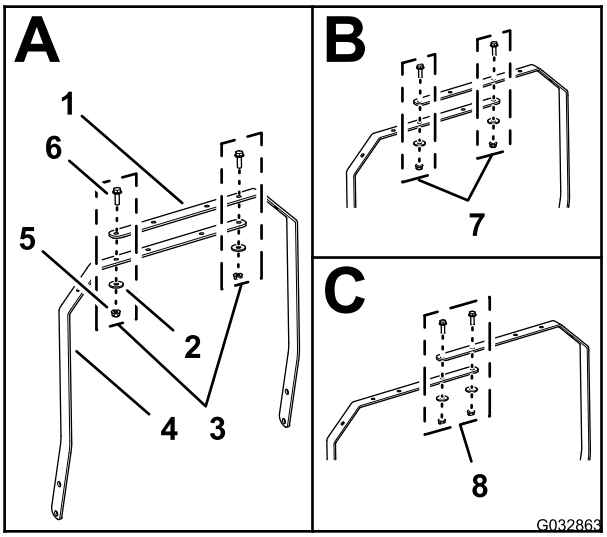

Figura 9
- **Para máquinas serie 800**: Alinee los dos orificios del soporte izquierdo de la barra de luces y el soporte derecho de la barra de luces como se muestra en A de Figura 9.
- **Para máquinas serie 1000**: Alinee los dos orificios del soporte izquierdo de la barra de luces y el soporte derecho de la barra de luces como se muestra en B de Figura 9.
- **Para máquinas serie 1600**: Alinee los dos orificios del soporte izquierdo de la barra de luces y el soporte derecho de la barra de luces como se muestra en C de Figura 9.